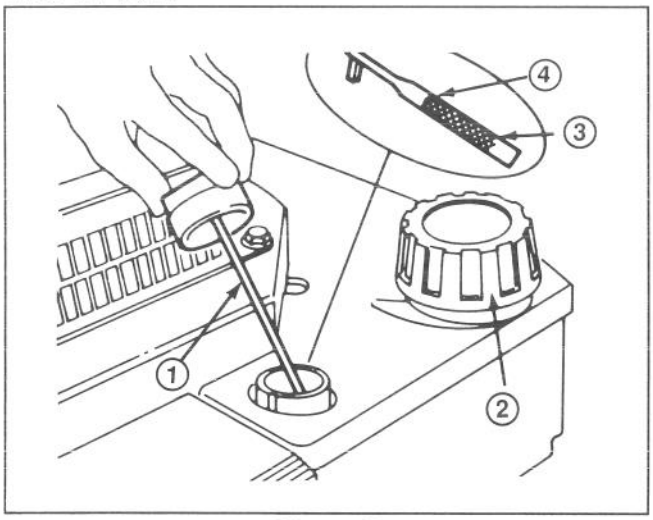

Figure 7
Before each use, assure oil level is between ADD and FULL marks (Fig. 7). Add oil if level is low.
3. Wipe dipstick and insert it into filler neck. Rotate cap 1/4 turn. Then remove dipstick and check level of oil (Fig. 7). If level is low, add only enough oil to raise level to FULL mark on dipstick. **DO NOT FILL ABOVE FULL MARK BECAUSE ENGINE COULD BE DAMAGED WHEN STARTED. POUR OIL SLOWLY.**
1. Clean around fuel tank cap and remove cap from tank (Fig. 7). Do not fill tank full. Using unleaded gasoline, fill fuel tank to within 6 to 13 mm (1/4 to 1/2 inch) from top of tank, not into the filler neck.
1. CHECK OIL LEVEL—Maintain oil level between ADD and FULL range as shown on dipstick (Fig. 7).